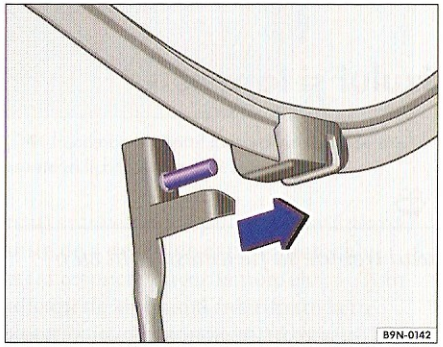

Fig. 17 Înlocuirea lamelor ștergătoarelor de parbriz.
– Trageți lamela în sensul indicat de săgeată ⇒ fig. 17.